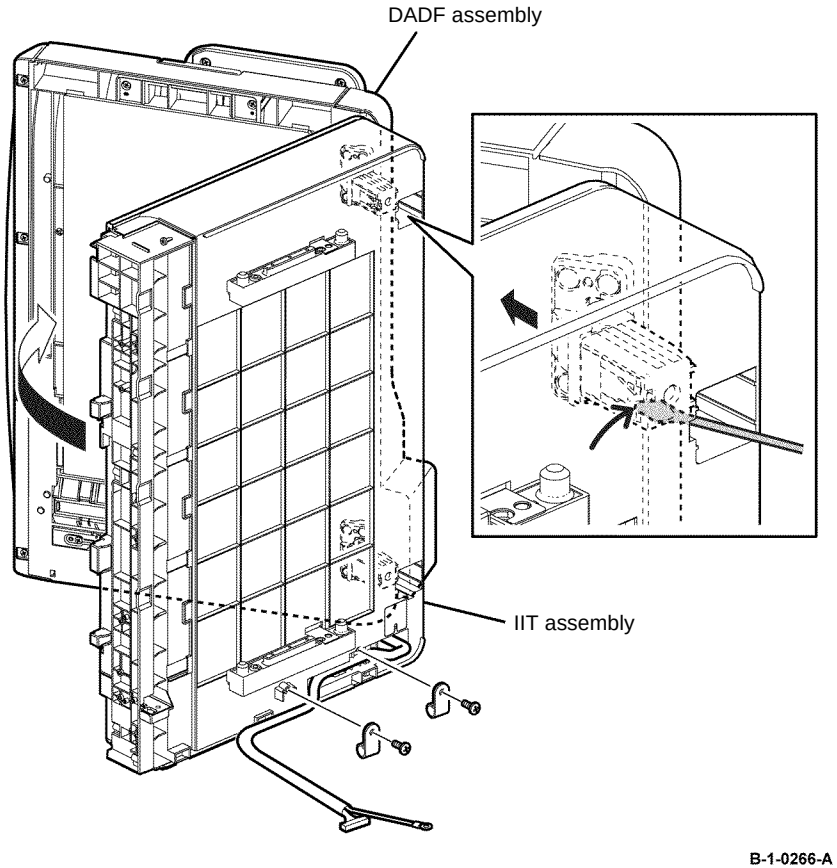

Figure 4 DADF, IIT assembly separation
15. Remove one screw (silver, tapping, 8 mm) from the harness clamps, then pull the harness out of the hole in the scanner assembly, Figure 4.
16. Release the latch of the right hinge assembly, then separate the DADF assembly from the IIT assembly, Figure 4.